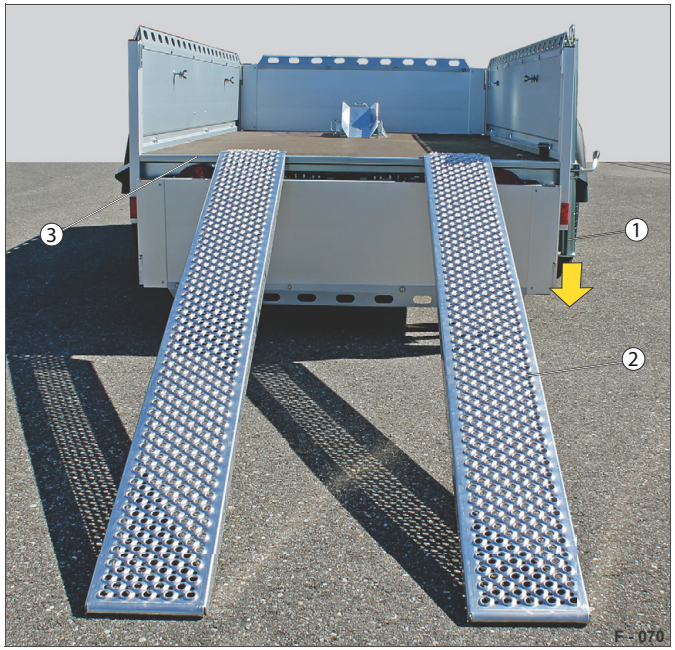

Abb. 73 Bezpečnost při manipulaci
– Podpěrná zařízení (Abb. 73/1) jsou v podpěrné poloze – stabilita je zajištěna.
– Nájezdové pomůcky jako například nájezdové kolejnice / nájezdové plošiny (Abb. 73/2) jsou umístěny na rozchodu vozidla, které má být naloženo.
– Nájezdové pomůcky jsou zajištěny proti sesunutí na hraně ložné plochy (Abb. 73/3).